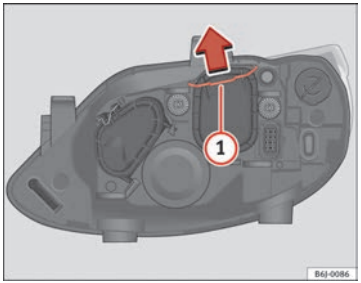

Fig. 165 Dipped beam headlights
– Move the loop ⇒ Fig. 165 (1) in the direction of the arrow and remove the cover.